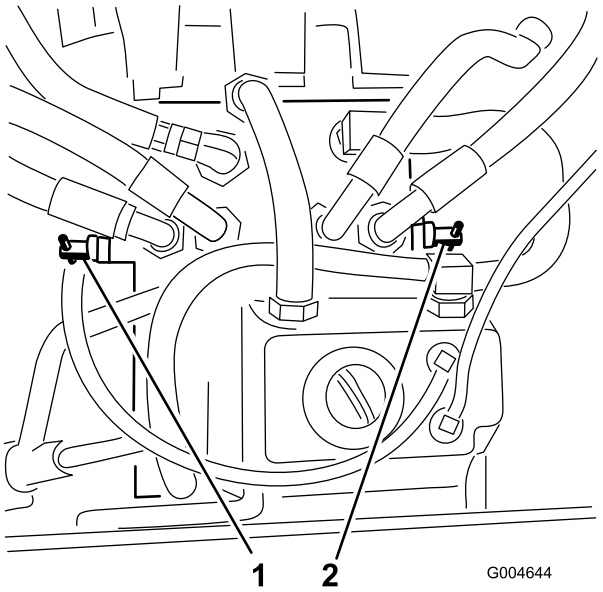

Figur 34
3. Rotera alla överströmningsventiler ett varv motsols (Figur 34).
Rotera varje överströmningsventil ett varv medsols och dra åt dem manuellt (till ett vridmoment på cirka 8 Nm) (Figur 34).